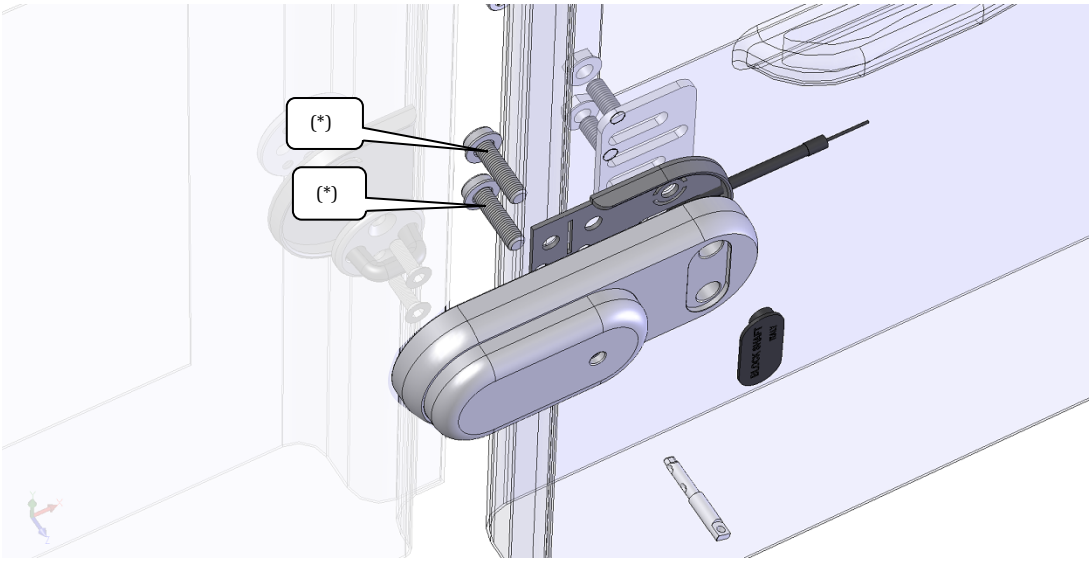

Fig. 17
**FASE DI CHIUSURA (*)**) e i 2 prigionieri M8 filettati sulla corazza e due dadi M8 da applicare direttamente dall'interno, interponendo la contropiastra, sulla quale è predisposta un'asola per il passaggio dei due prigionieri (fig.17).